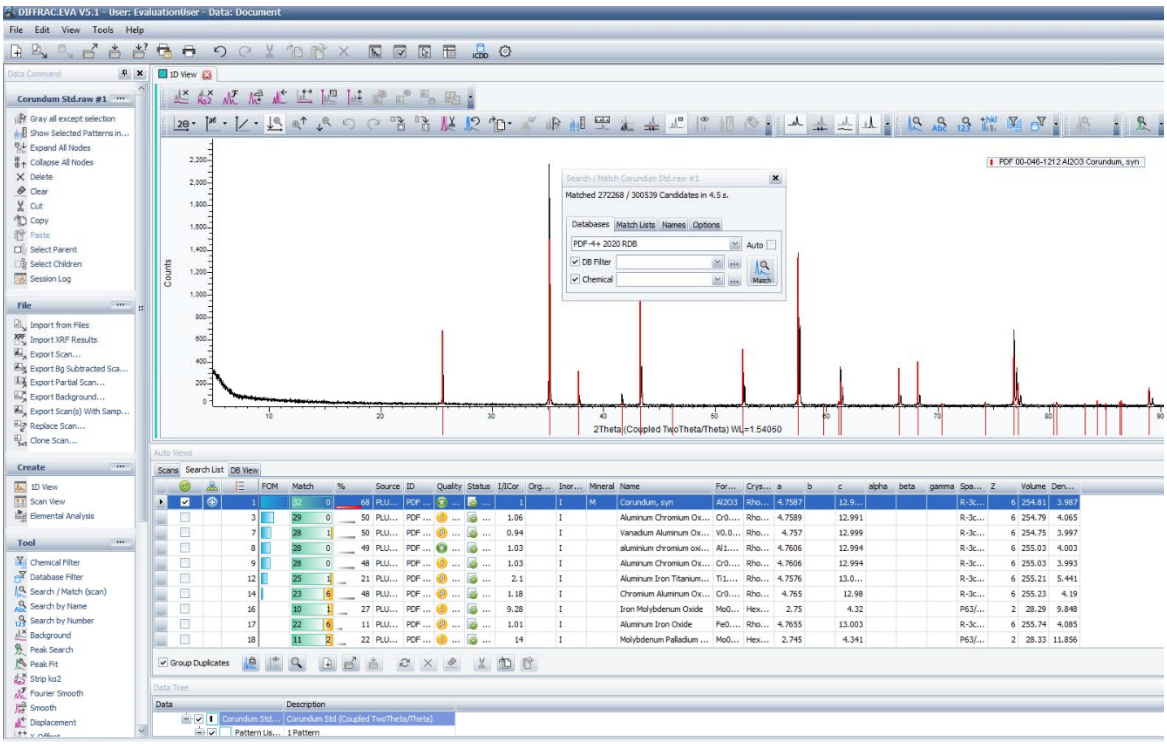

Figure 13. Select Best Match
6. Select the pattern that matches with the highest accuracy (largest number of matching peaks) to the scan. When matching samples consider all available knowledge: i.e. what elements/solids should be present in the sample. Look up the sample matrix before trying to match the sample to the database (if it is available) (Figure 13).